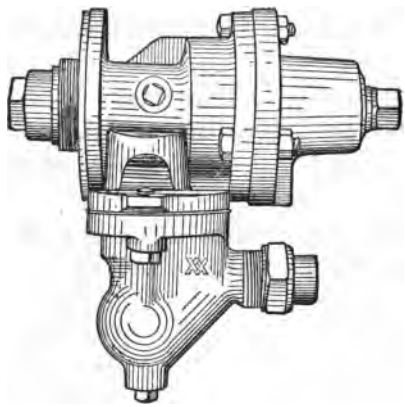

FIG. 11.—K TRIPLE VALVE—EXTERIOR VIEW.
Q. What does Fig. 11 illustrate?
A. Fig. 11 illustrates the improved *K* triple valve which is now superseding the former quick-action triple valve in freight service.